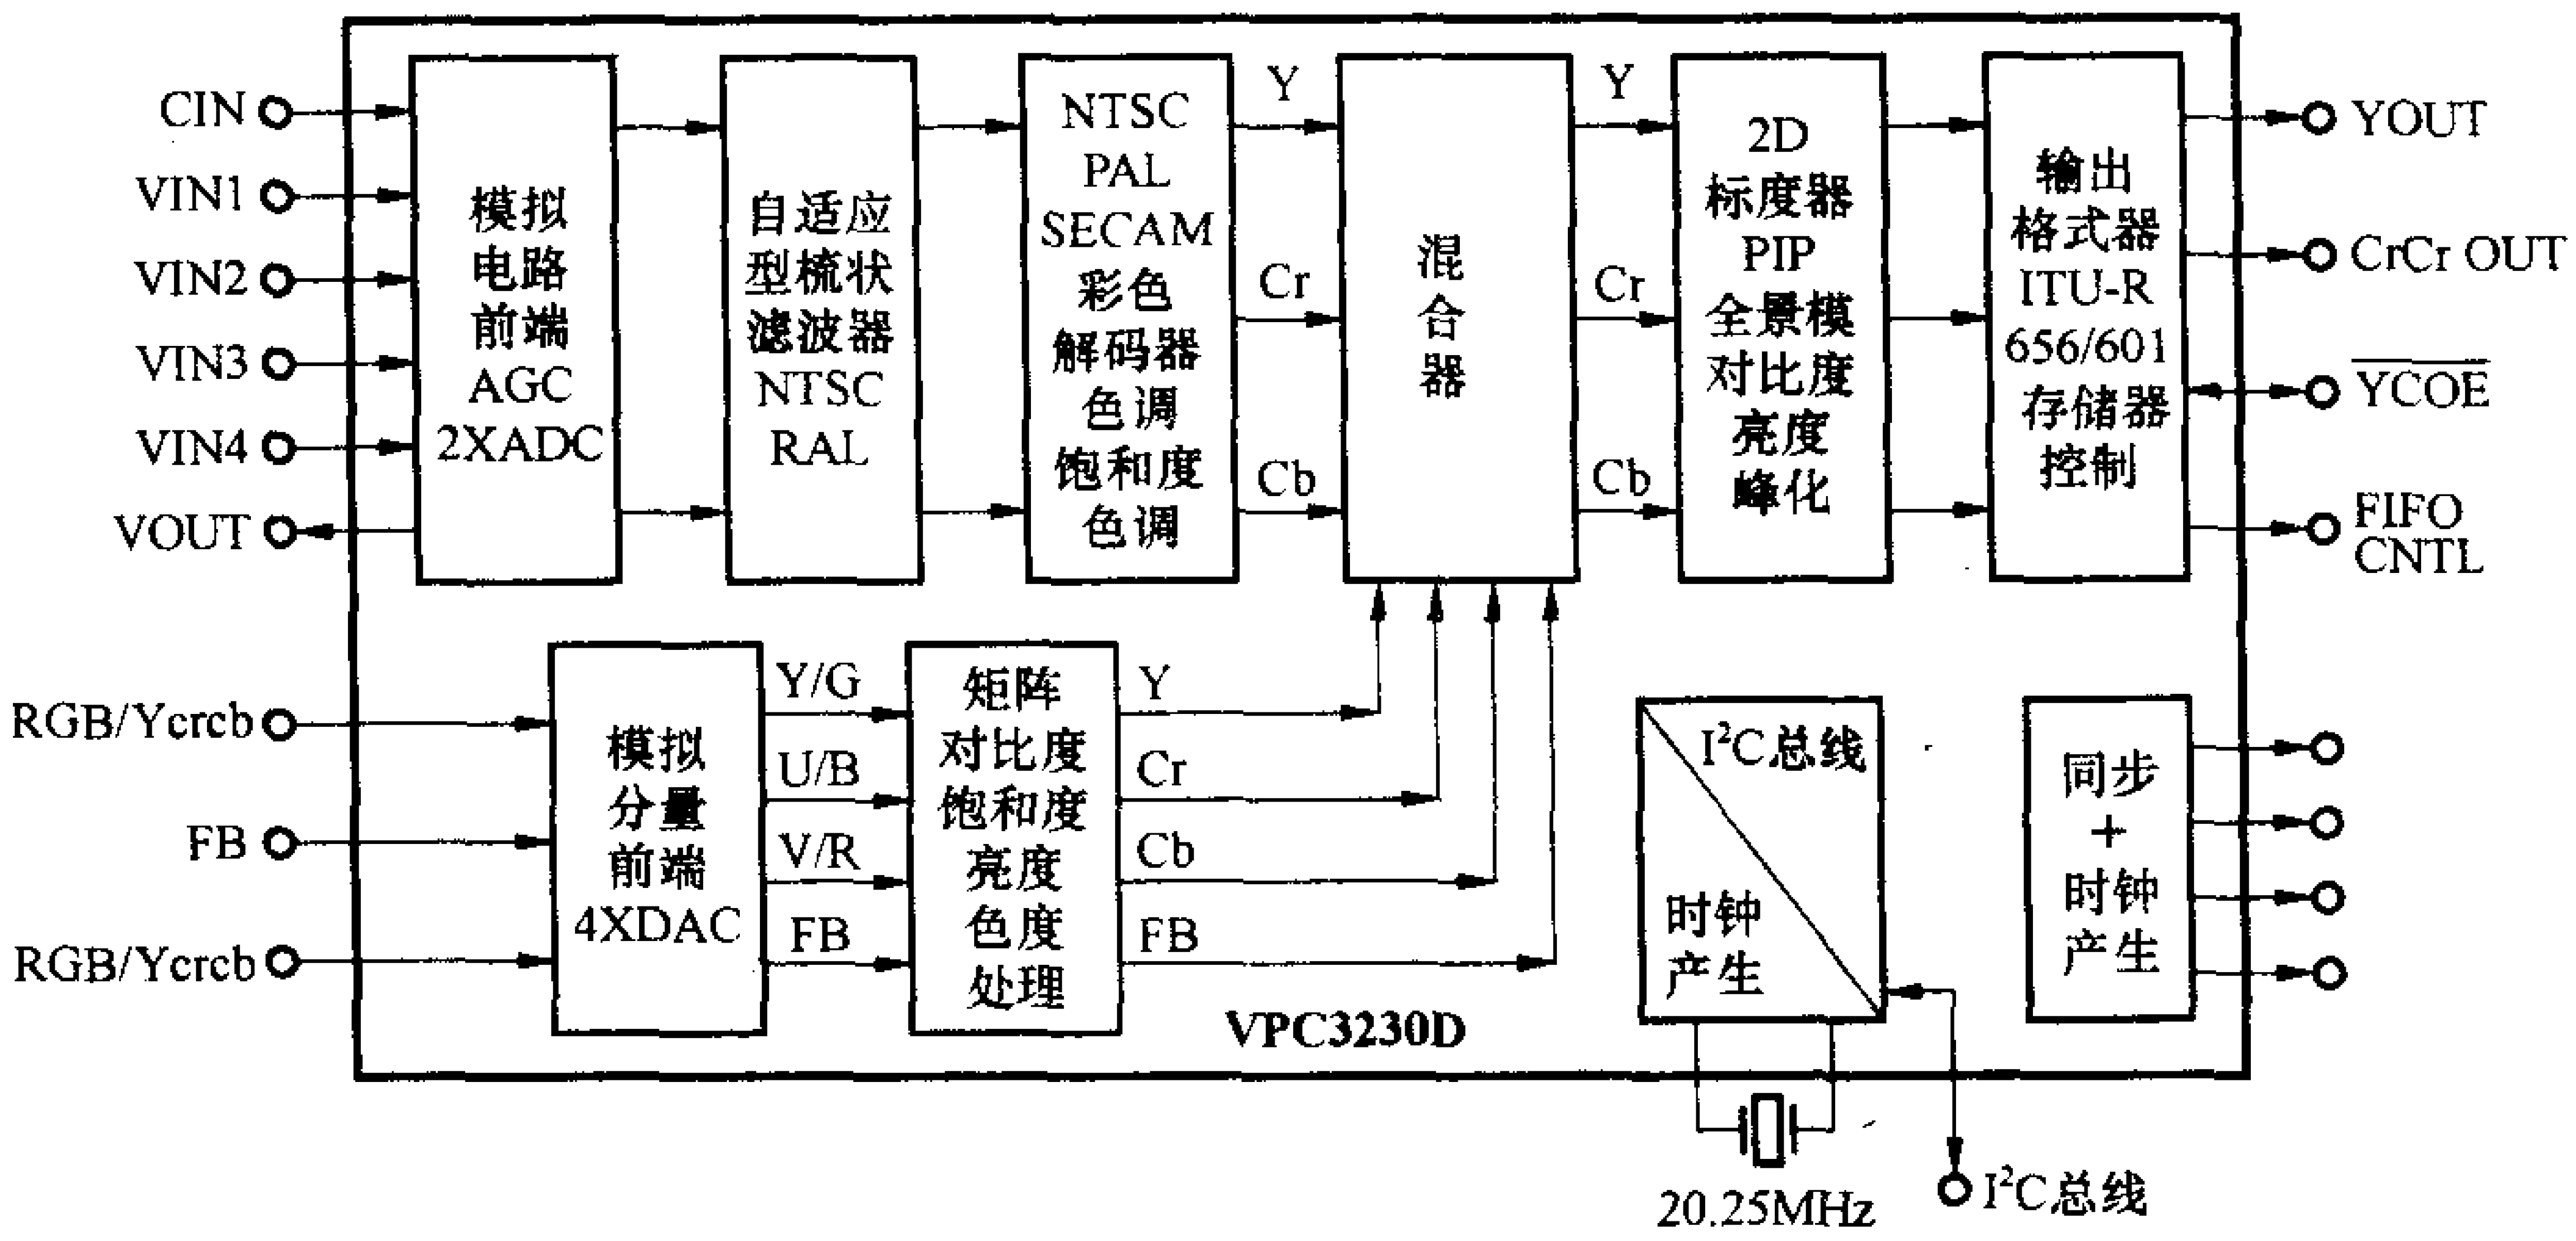

图 7
• 本集成电路采用 80 个引脚的 PQFP 型封装形式;内部电路组成框图见图 7。